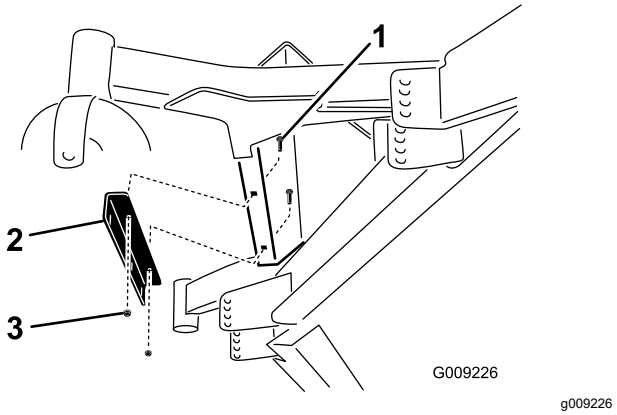

Figur 34
4. Monter vægtmonteringsbeslaget under fodstøtten med 2 bræddebolte (5/16 x ¾ tomme) og 2 flangemøtrikker (5/16 tomme) som vist i Figur 34.